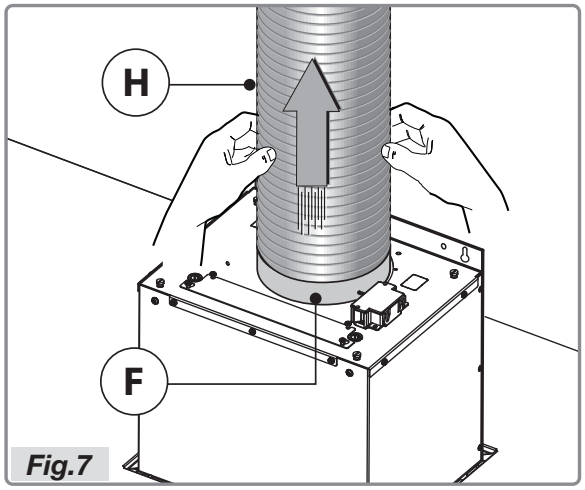

Fig.7
- Fixer le tuyau d'évacuation de l'air **H** (qui n'est pas en dotation) sur la bride de connexion **F** de la façon indiquée sur la figure 7.